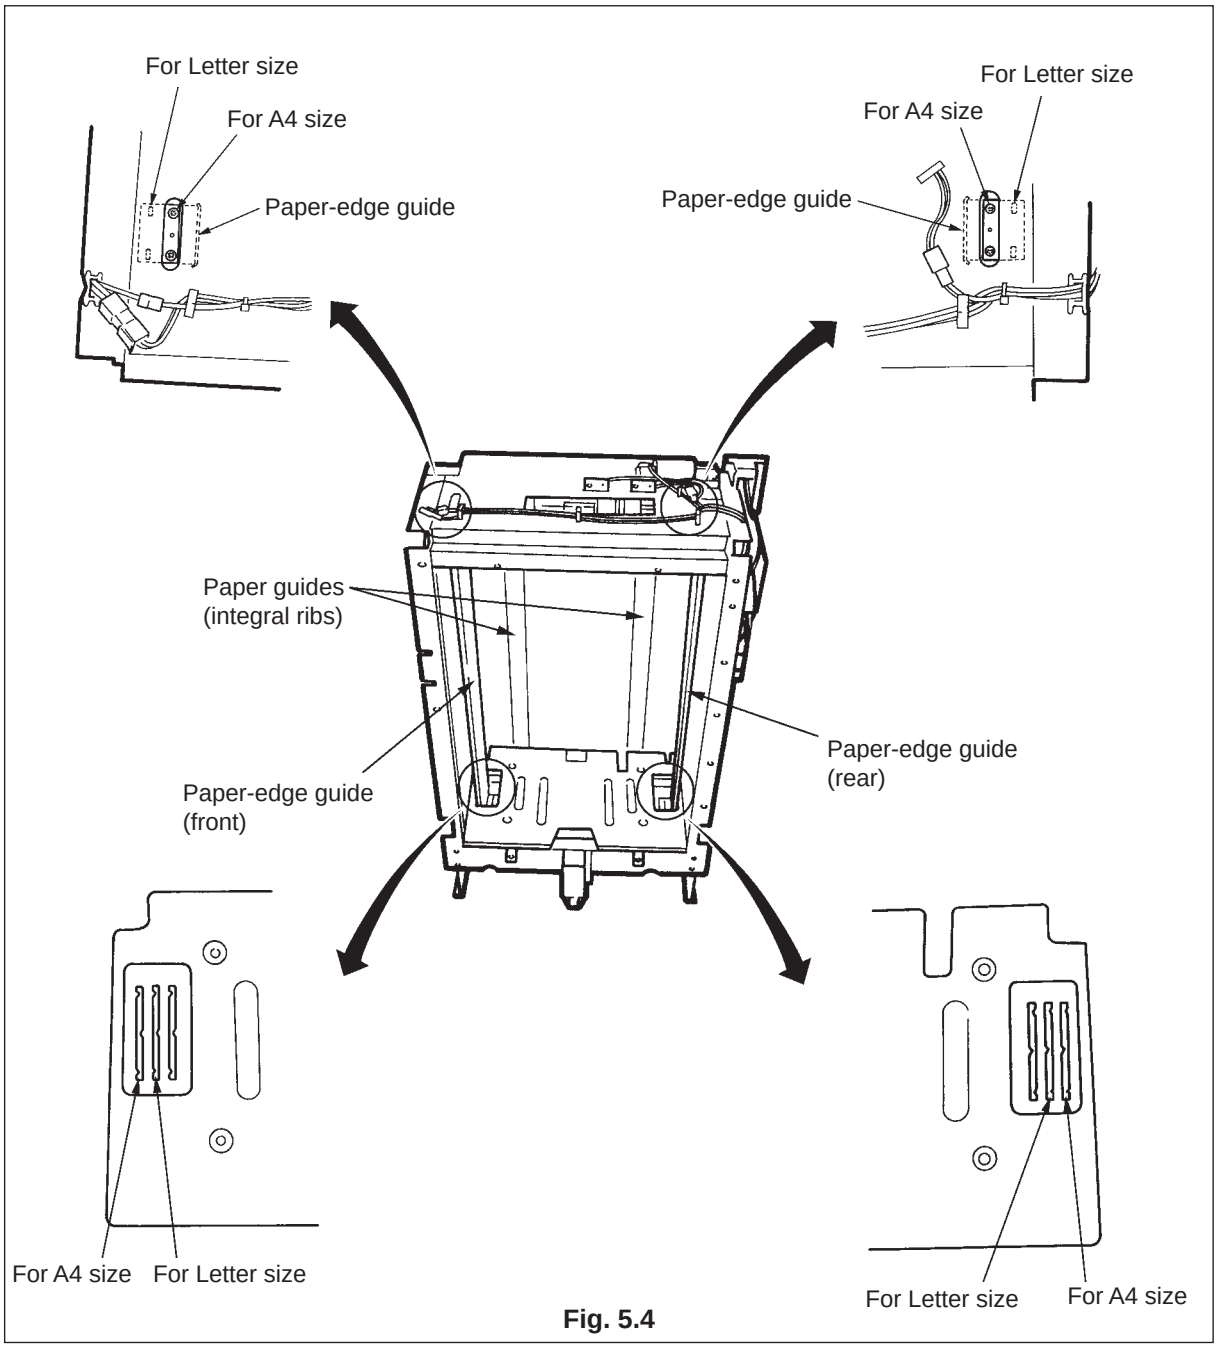

Fig. 5.4
(1) Open the paper supply door and remove the top cover.
(2) Remove the two screws fastening each of the front and rear paper-edge guides on the top frame. See Fig. 5.4.
(3) Raise the paper-edge guides a little to disengage them from the slots in the bottom frame and fit them in the adjacent slots.
(4) Aligning the holes in the top frame and those in the paper-edge guides, fasten each of the paper-edge guide with two screws.